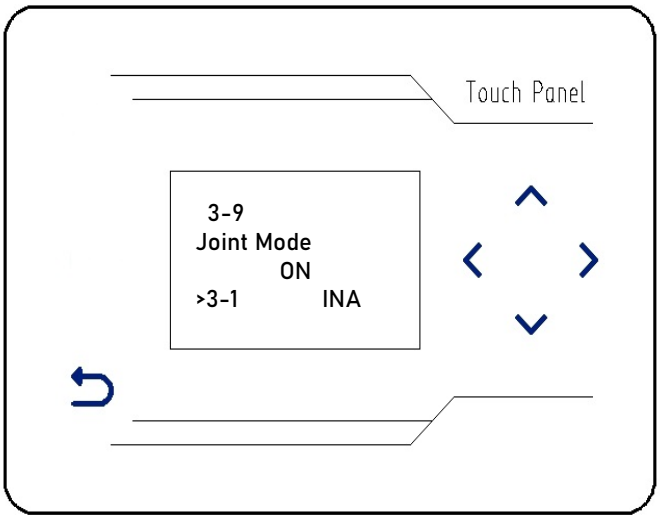

figure42
Step 3-9 Joint detection (figure 42)